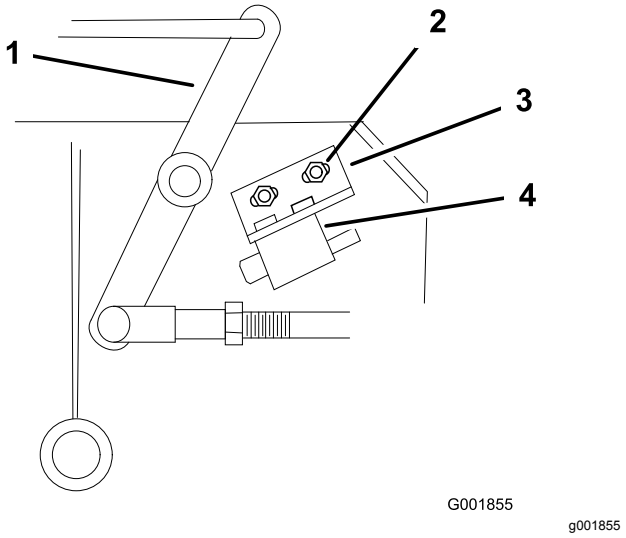

Figuur 51
4. Stel indien nodig de veiligheidsschakelaar af door de bouten los te draaien waarmee de beugel van de schakelaar is bevestigd (Figuur 51).
Zorg ervoor dat de haakse hendel de behuizing van de schakelaar **niet** raakt omdat er anders schade aan de schakelaar kan ontstaan (Figuur 51).